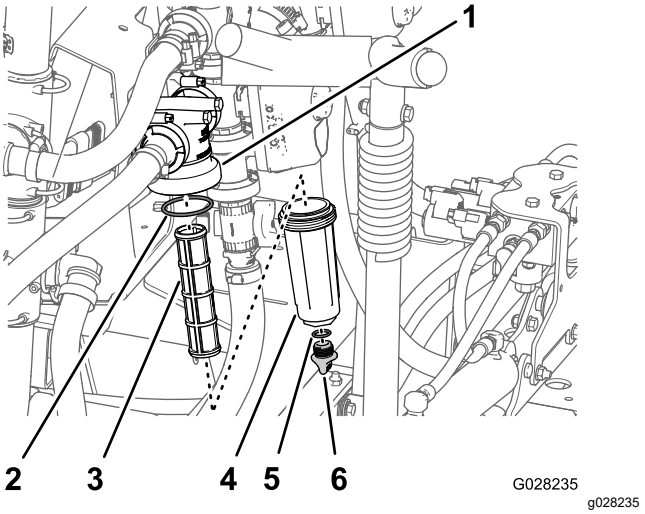

図 56
2. 圧力フィルタの下に受け容器をおく図 56。
3. 圧力フィルタのボウルについているドレンキャップを左に回して外す図 56。
4. ボウルを左に回してフィルタヘッドを外す図 56。
5. 圧力フィルタエレメントを外す図 56。
7. ドレンプラグのガスケットボウルの内側とボウルのガスケットフィルタヘッドの内側に傷や破損がないか点検する図 56。
8. 圧力フィルタエレメントをフィルタヘッドに取り付ける図 56。
9. フィルタヘッドにボウルを取り付けて手締めする図 56。
10. ボウルの底部のフィッティングにドレンキャップを取り付けてキャップを手締めする図 56。